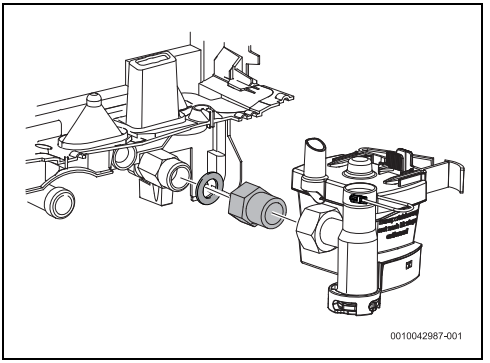

Bild 18 Zusätzliche Buchse
- Zusätzliche Buchse anbringen, um die ordnungsgemäße Installation des Aquastop-Systems zu ermöglichen (Bild 18).